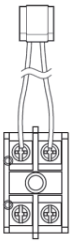

Fig.1
① Klemmenblocksatz der Ersatzheizung finden (Abb. 1).
② Montieren Sie den Klemmblocksatz mit dem Schraubgerät.